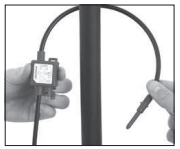

Figure 1
- Draw the coil cable out of the enclosure. (Fig. 1)